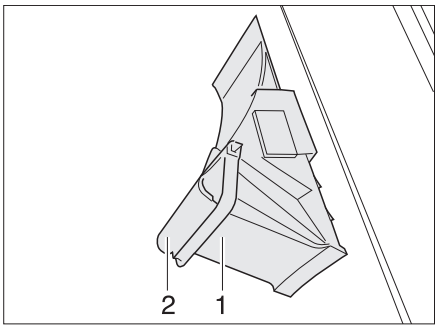

Fig. 14 Wheel chock
- Swivel the retaining clip (Fig. 14,2) down.
- Remove the wheel chock (Fig. 14,1) from the holder.